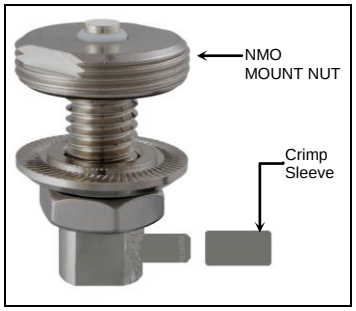

Figure 1
1. Parts: Verify all parts are included (See Figure 1 and 4).